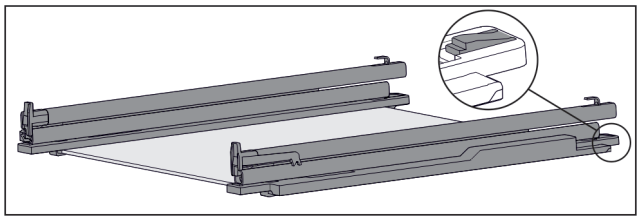

Fig. 197 Üveglap sínekkel és tartóelemekkel
▶ Nyomja le hátul a tartóelemet (lásd Fig. 197) , közben a sínt tolja hátrafelé.